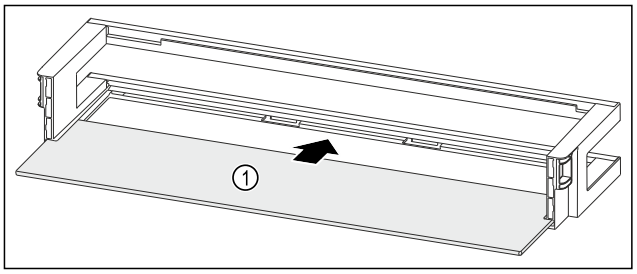

Fig. 112 Door racks with shelf
▶ Push the shelf *Fig. 112 (1)* into the side cutouts.